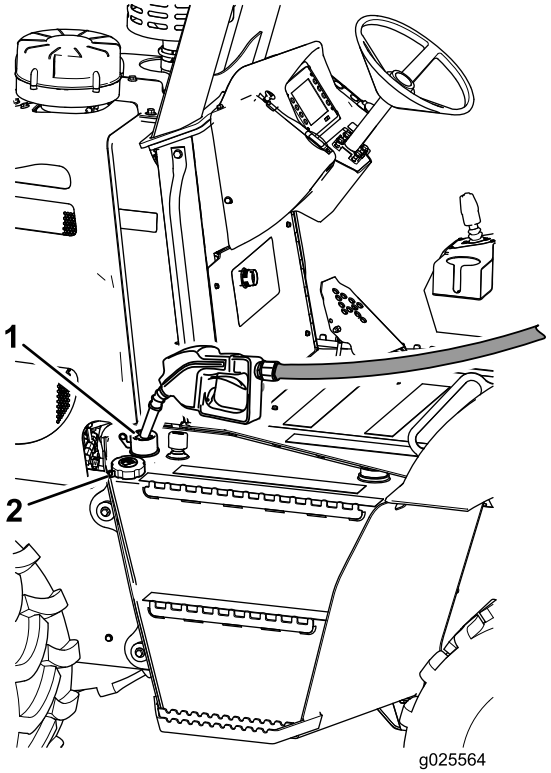

Rysunek 20
1. Wyczyść okolice korka wlewu paliwa (Rysunek 20) i zdejmij korek ze zbiornika.